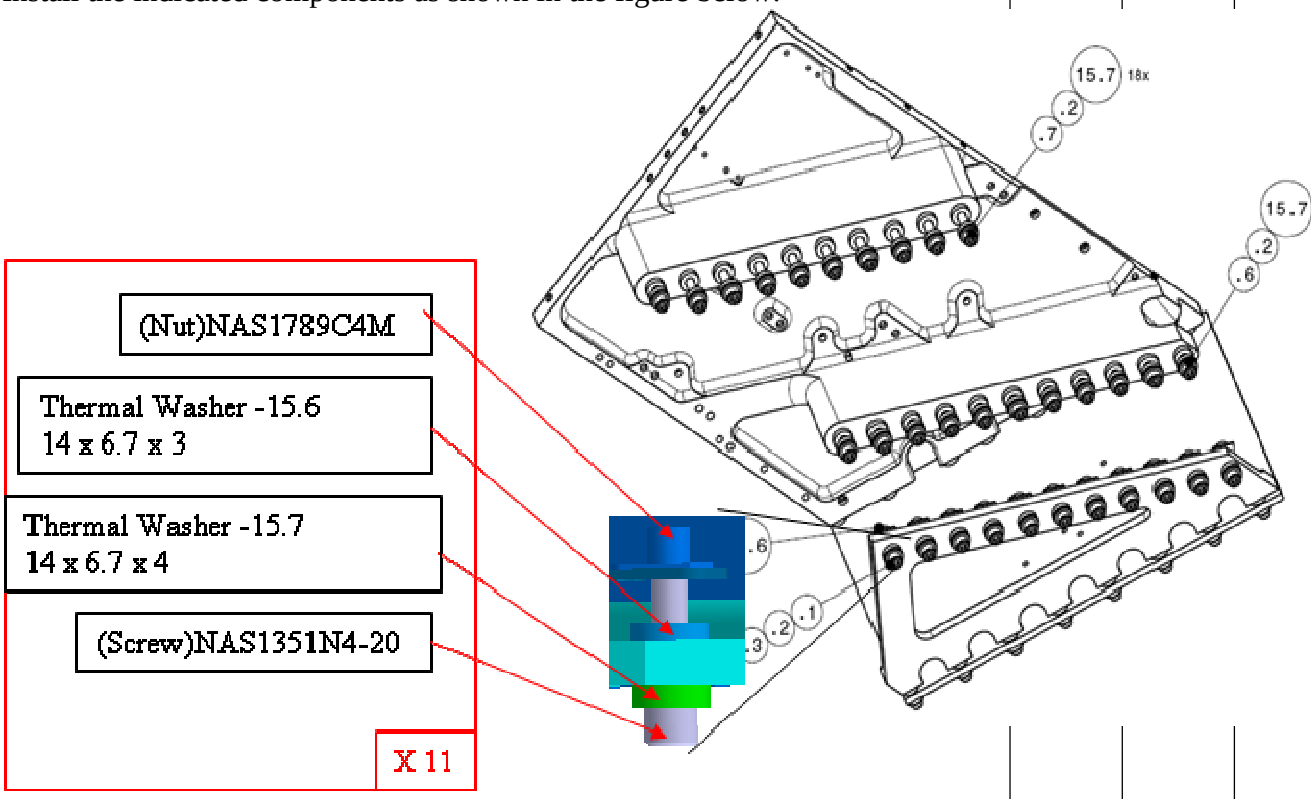

Figure 4: Connection side plate to USS
7.7 Install the fasteners as per figure 4 and record fasteners lot number (write by hand)